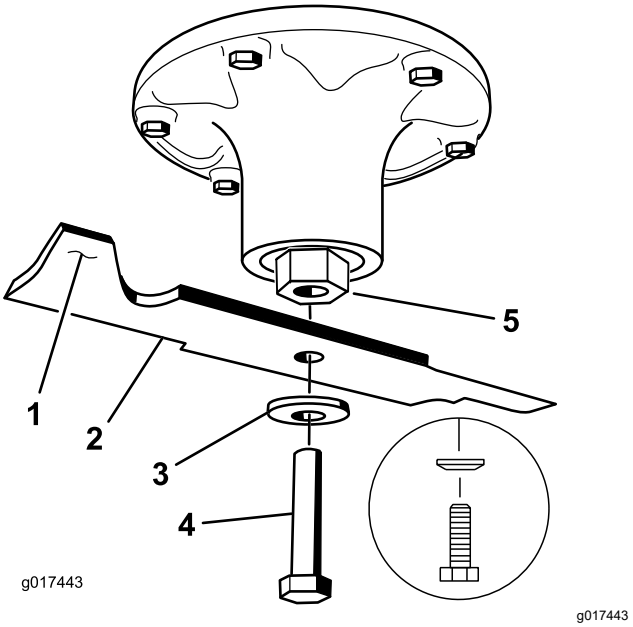

**Figuur 78**
2. Verwijder de mesbout, de klemring en het mes van de spilas (Figuur 78).
1. Monteer het mes op de as (Figuur 78).
2. Monteer de klemring en de mesbout (Figuur 78).